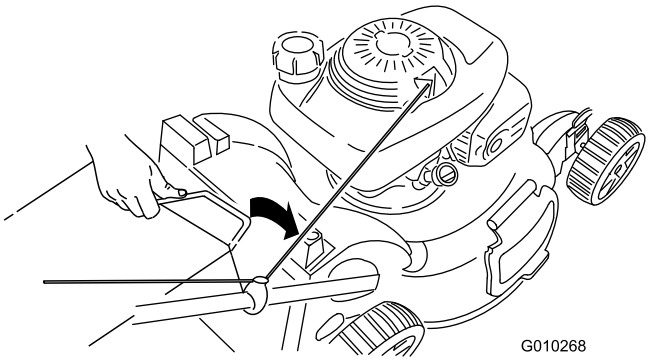

Figur 27
3. Sätt i gräsuppsamlarens handtag i skårorna längst upp på klipparen (Figur 27).